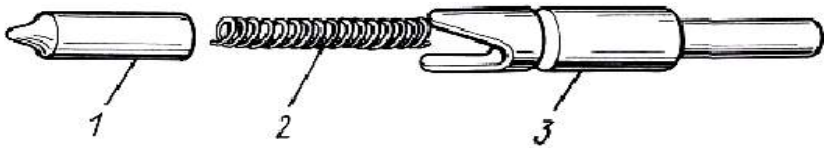

Рис. 95. Сверло для высверливания кольцевых отверстий при снятии межэлементных перемычек:
Сильно поврежденная перемычка должна быть заменена новой, для чего специальным сверлом (рис. 95) высверливают кольцевые отверстия вокруг выводных штырей и снимают перемычку.
- разрезать межэлементные перемычки с помощью ножовки или высверлить кольцо в месте соединения перемычки с выводным штырем специальным сверлом (см. рис. 95);